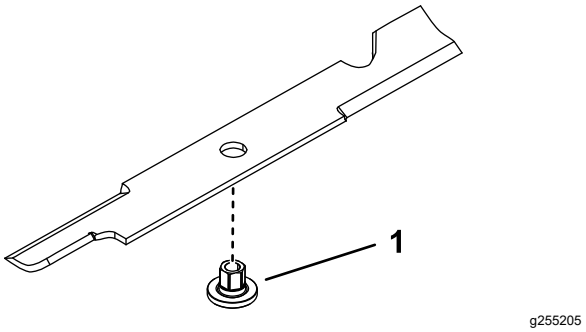

Figura 79
1. Instale el buje a través de la cuchilla con la brida del buje en el lado inferior (lado del césped) de la cuchilla (Figura 79).